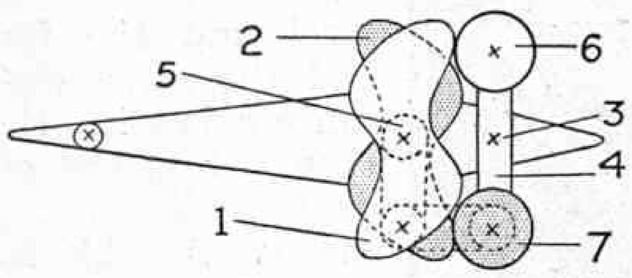

Fig. 1
BEFORE commencing to describe the Meccano model it will be necessary to study the manner in which the operating cams on the rudder head actuate the secondary rudder. This should be clear on reference to the diagrams shown in Figs. 1 to 4. In order to make the drawings easier to follow, one of the cams and its corresponding roller have been shaded in each drawing. The roller 6 on one end of the rocker arm 4 runs round the periphery of the cam 1, and the roller 7 runs on the cam 2.
It will be remembered from last month's description of the rudder mechanism that the quartermaster's wheel is connected to the cams 1 and 2, which turn about a pivot as a single unit, and the rocker arm 4 is connected to the secondary rudder. In Figs. 1 and 2 the quartermaster's wheel, and therefore the cams 1 and 2, are in the "midships" position. In Fig. 1 main and secondary rudder are in the normal position and the vessel moves straight ahead.
The fulfilment of the conditions laid down in paragraph (c) (2) in last month's "*M.M.*" is carried out in the following manner. Suppose that the engines are put astern while the rudder is normal, as in Fig. 1. Though the ship will still carry her headway for some minutes, the powerful sucking effect of the propeller will reverse the direction of the stream in the vicinity of the rudder. Since it is this stream that steers the ship, the rudder must adjust itself at once to the new conditions without waiting until the ship herself has gathered stern way.